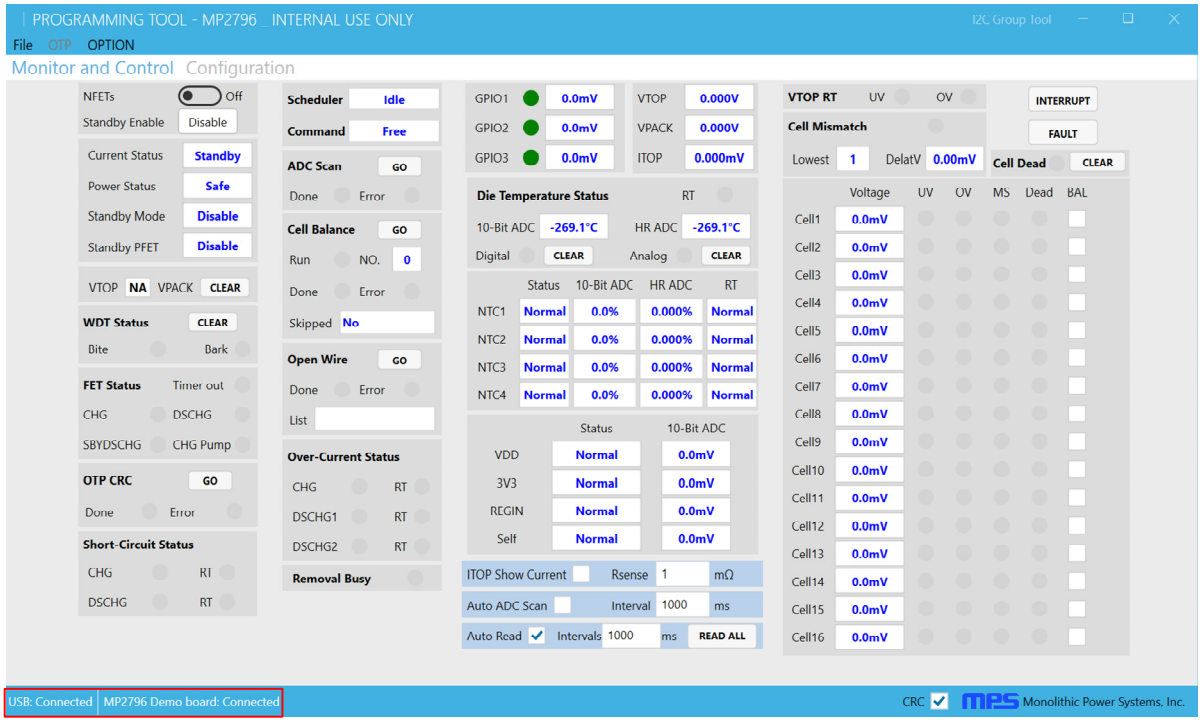
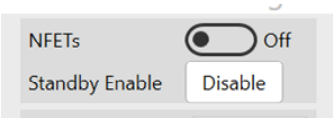

Figure 8: MP2796 Evaluation Software (Monitor and Control)
Figure 10: N-FET Status
18. Connect the communication interface to the PC, turn on the computer, and launch the MP2796 evaluation software. Figure 8 shows the software's main window.
4. Turn on the N-channel MOSFETs (N-FETs) (see Figure 8 on page 8), then click the “Read All” button. The N-FET status should be displayed in green for CHG, DSG, and CHG Pump, while the power status should be set to active (see Figure 10).